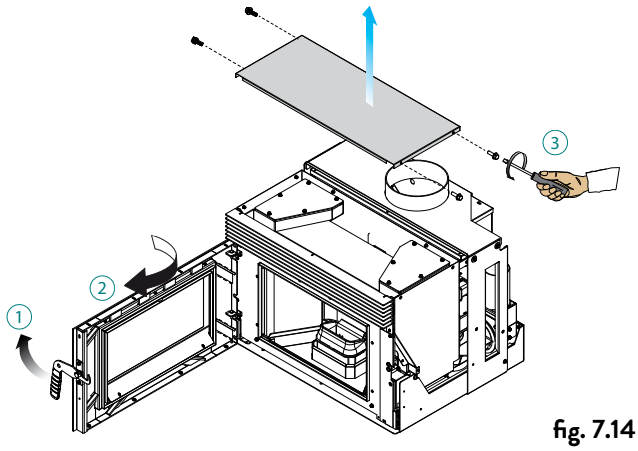

fig. 7.14
A) Ouvrir la porte (1), retirer le panneau supérieur (2), dévisser et retirer le panneau supérieur (3) (fig. 7.14)